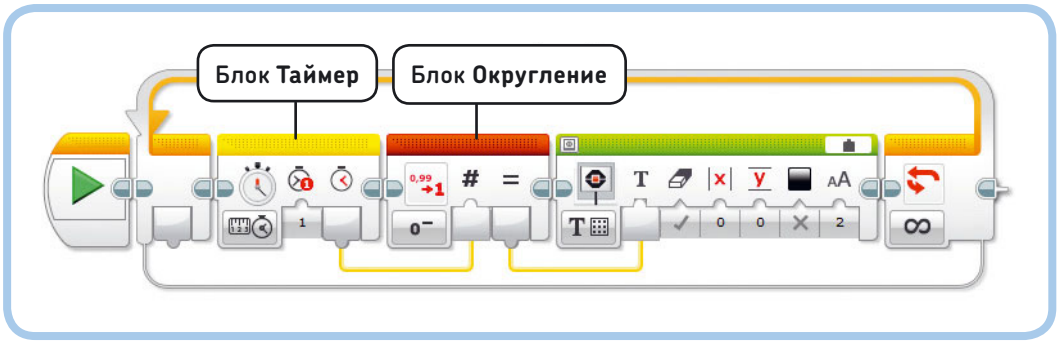

Рис. 15.12. Программа RoundTime
Программа RoundTime (рис. 15.12) отображает время, прошедшее с момента запуска, на экране модуля EV3 путем округления десятичного значения таймера (к примеру, 3,508) до целого числа в секундах (3).